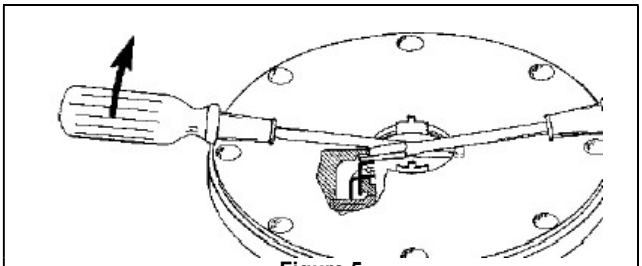

Figure 5
6. Remove the head capscrews (21) and carefully pry the head (20) away from the cylinder.
7. Slide the head off the shaft. The head O-ring (72), bearing (24), and mechanical seal (153) will come off with the head assembly. Remove and discard the head O-ring.
a. Pull the bearing (24) from the housing in the head.
b. To remove the **mechanical seal** (153), use two screw drivers to gently push the backside of the seal jacket to push the seal from the head (see Figure 5). Use care when placing the screwdrivers to prevent damage to the seal faces. Remove and discard mechanical seal O-rings.